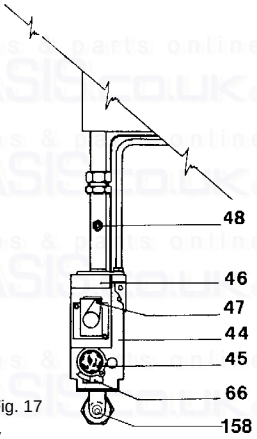

Fig. 17
b. Loosen the screw in the burner pressure test point (fig. 17) and attach a gauge.
e. Disconnect one of the wires from the «Modureg» (fig. 17), this will reduce the burner to minimum which should read 2.7 mbar +/- 0.5 mbar. If the burner pressure is not as stated check the inlet working pressure (fig. 17) which should be minimum 20 mbar. If that is correct, consult Ferroli SERVICE DEPARTMENT. No attempt should be made to alter D.H.W. burner pressure.